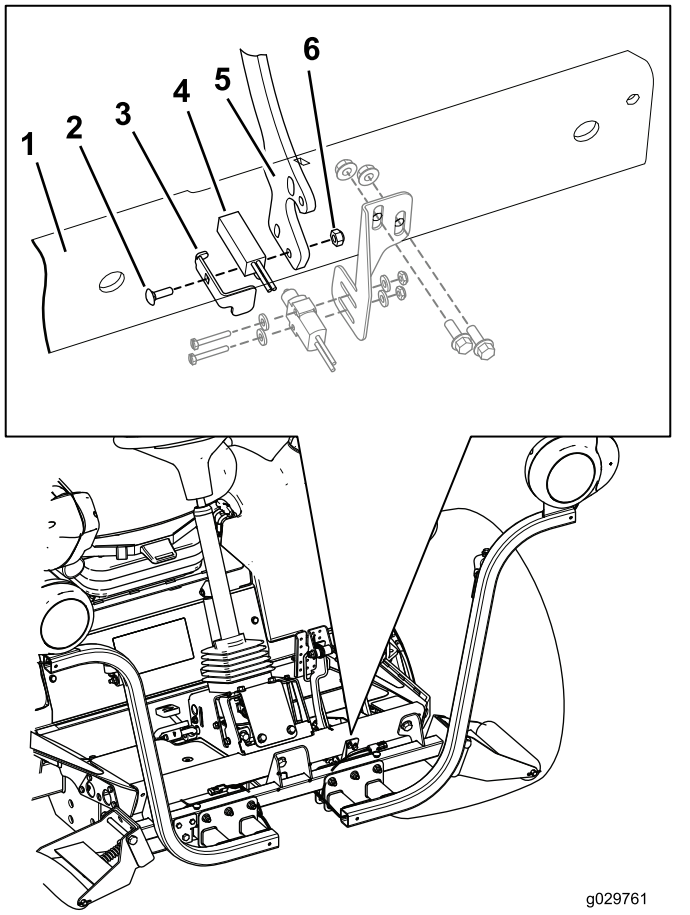

Figure 16
1. Démontez le capteur de proximité sur le levier de pédale de frein (Figure 16) et mettez de côté toutes les pièces, sauf le capteur de proximité.
2. Fixez le capteur de proximité au levier de frein à l'aide du boulon de carrosserie (nº 10 x 5/8"), de la plaque du capteur de frein, du capteur de proximité et d'un contre-écrou (nº 10), comme montré à la Figure 16.